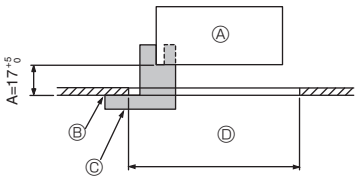

Fig. 9-2
①	Grille	1	950 × 950 (mm)
②	Modello per l'installazione	1	(Diviso in 4 parti)
③	Vite (4 × 16)	1
④	Pannello angolare i-see sensor	1
⑤	Telecomando senza fili	1
⑥	Supporto del telecomando	1	Incluso se è in dotazione il telecomando wireless. *
⑦	Batterie AA LR6	2	Incluso se è in dotazione il telecomando wireless. *
⑧	Viti autofilettanti da 3,5 × 16	2	Incluso se è in dotazione il telecomando wireless. *
9.2. Preparazione dell'attacco della griglia (Fig. 9-2)
• Utilizzando il modello ② fornito con questo kit, regolare e controllare la posizione dell'unità principale rispetto alla superficie del soffitto. Se l'unità principale non è posizionata correttamente rispetto alla superficie del soffitto, potrebbero derivarne perdite d'aria o la formazione di condensa.